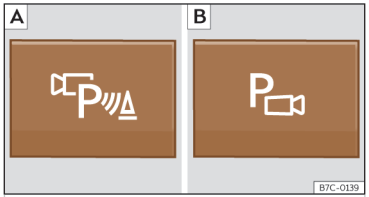

Abb. 143 Mittelkonsole: Taste zum manuellen Ein-/Ausschalten der Rundumsicht in Verbindung mit dem Parklenkassistent (A) oder mit dem hinteren Park Pilot (B).
- Drücken Sie ein Mal die Taste ››› **(Abb. 143)**.
- Drücken Sie erneut die Taste ››› **(Abb. 143)**.